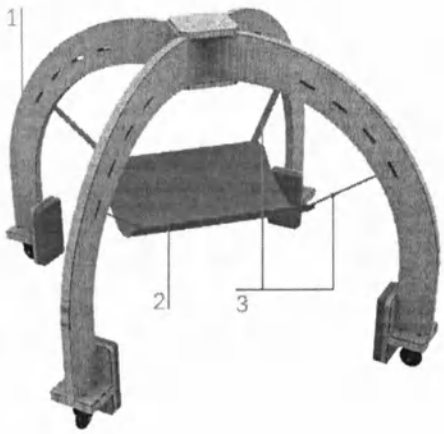

Рис. 2 – Общий вид опоры
Опора (рис. 2) состоит из основания на колёсах (1), на котором установлено подвесное ложе (2).
Основание с ложем (рис. 2)